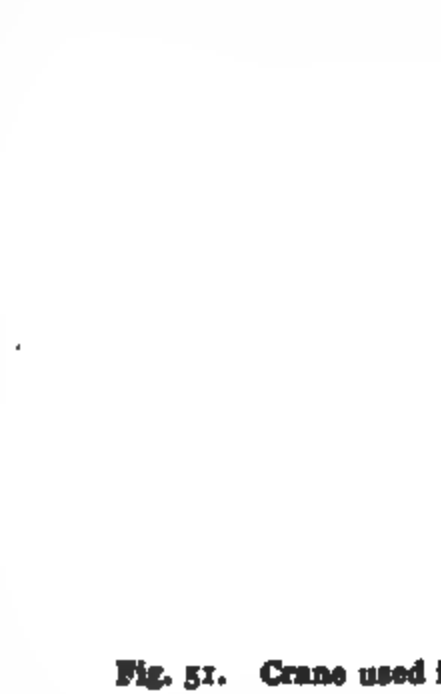

Fig. 51. Crane used in freight yards.
(Fig. 51) such as is used in unloading freight cars, or in hoisting building material into place.
11. In the crane shown in figure 51, the weight W is 5 tons, and the radii of the four small cogwheels are assumed to be equal and each 1/5 the radius of the crank P and of the wheels B, D, and F, which are also assumed to be equal. (*a*) What is the mechanical advantage of the whole machine? (*b*) What force must be applied at P?